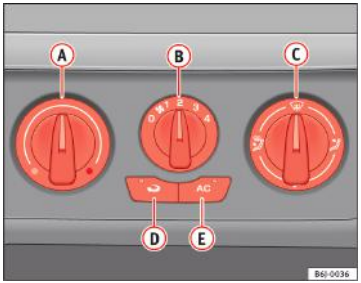

Fig. 102 Butoanele pentru climatizare de pe planşa de bord
– Puteţi regla temperatura, distribuţia aerului şi turaţia aerotermei utilizând butoanele de comandă ⇒ fig. 102 (A) şi (C) şi butonul (B).
– Pentru activarea sau dezactivarea unei funcţii, apăsaţi butonul corespunzător (D) sau (E). Când funcţia este activată, se aprinde o lampă de avertizare roşie integrată în buton.
– Închideţi duzele (3)
– Deschideţi şi orientaţi duzele (4) spre geamurile laterale